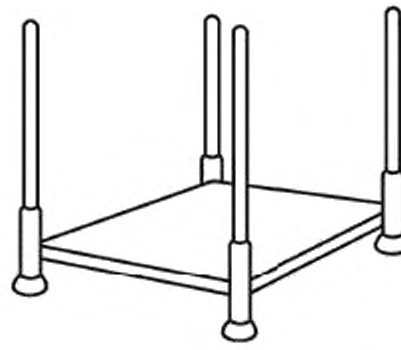

Рисунок 19 — Стоечный поддон
4.1.1 **стоечный поддон:** Поддон со стойками, обеспечивающими возможность штабелирования, а также оснащенный либо съемными поперечинами, либо створками (см. рисунок 19).